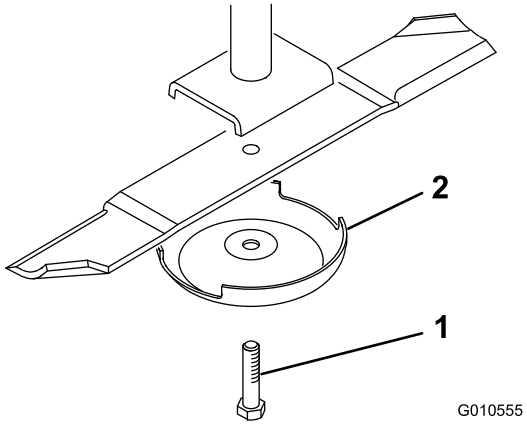

**Figuur 24**
4. Pak het uiteinde van het mes vast met een doek of een dikke, gevoerde handschoen. Verwijder de mesbout, de antiscalpeercup en het mes van de as (Figuur 24).